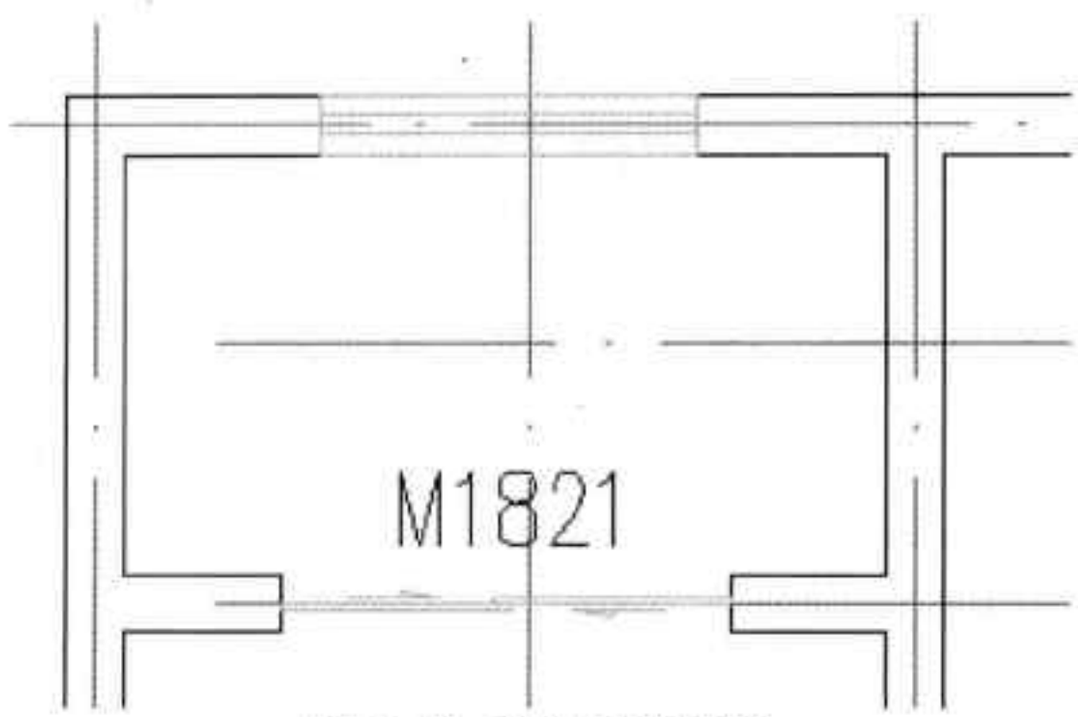

图16-79 插入厨房窗图块
Step 15 在绘图区域中，指定好窗位置，即可插入窗图块，如图 16-79 所示。